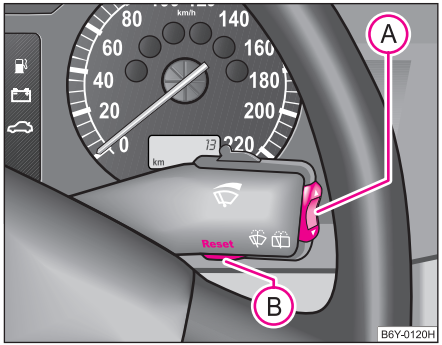

Fig. 11 Display-ul cu informații: Elementele de comandă
– Meniul se activează prin apăsarea tastei basculante (A) ⇒ fig. 11 mai mult de 1 secundă.
– De la tasta basculantă (A) puteți selecta diferitele meniuri. După o scurtă apăsarea a tastei (B) sau după eliberarea tastei basculante (A) (după cca 4 s) informația selectată se va afişa.
După 10 secunde sau după acționarea tastei (A) ⇒ pagina 23, fig. 11 simbolurile se vor dezactiva şi vor fi înregistrate la punctul de meniu **CAR STATUS (STATUT AUTOV.)** .